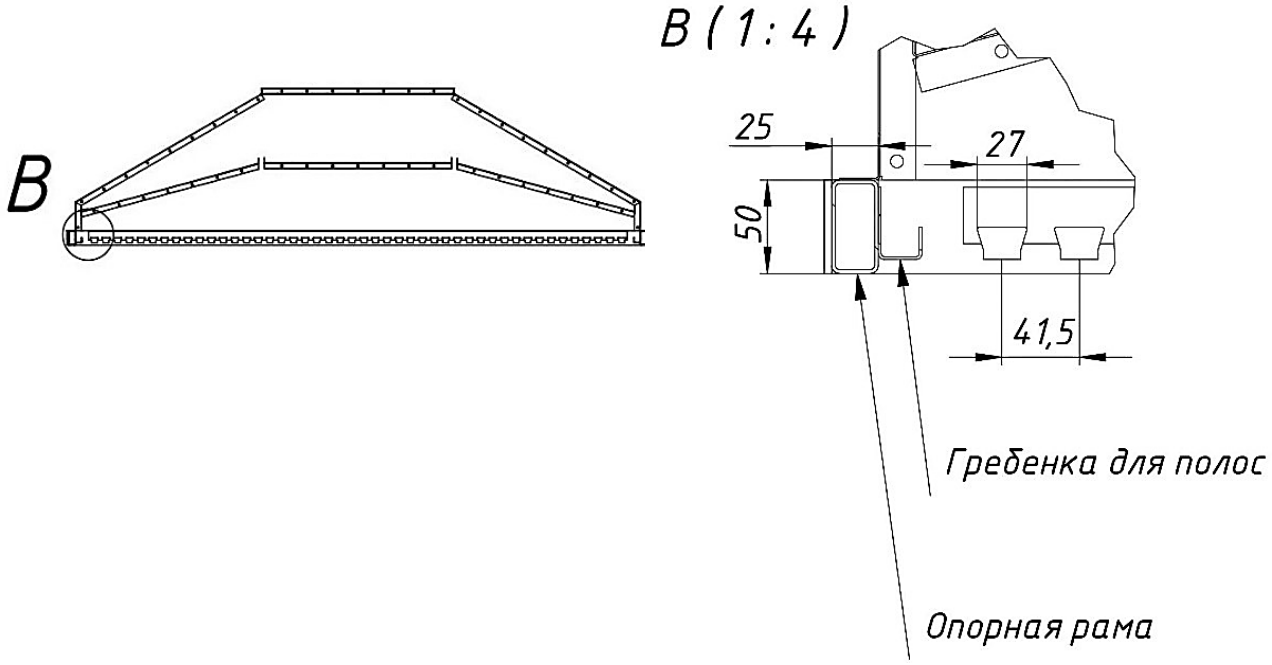

Рисунок 2
1.4.3 По периметру рамы зонта расположены гребёнки для крепления защитных полимерных полос (рисунок 2). Полосы подвешиваются на гребёнке с помощью комплекта планки (держателя), имеющего соответствующие прорези. Держатели и полосы в комплект зонта не входят, требуемый тип, цвет, длина и количество полос выбирается и заказывается дополнительно (приложение А).